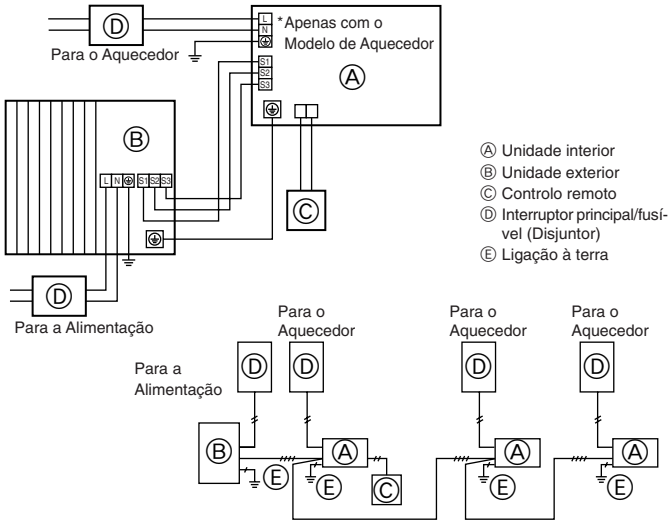
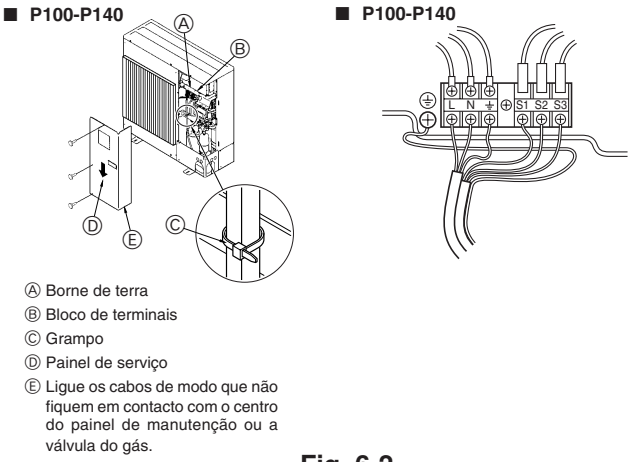

Fig. 6-1
Fig. 6-2
6.1. Unidade exterior (Fig. 6-1, Fig. 6-2)
① Remova o painel de manutenção.
② Ligue os cabos consultando a Fig. 6-1 e a Fig. 6-2.